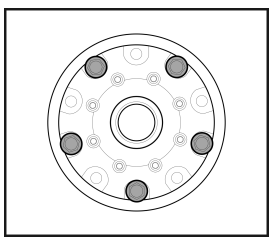

**Рис. 12**
- *Предварительно вкрутите **пять** болтов и затяните их до плотного прилегания шестерни к корпусу, без фиксатора резьбы и без достижения окончательного момента затяжки. Отметьте маркером каждый предварительно вкрученный болт. На следующем шаге эти болты потребуется выкрутить. (**Рис. 12**)*